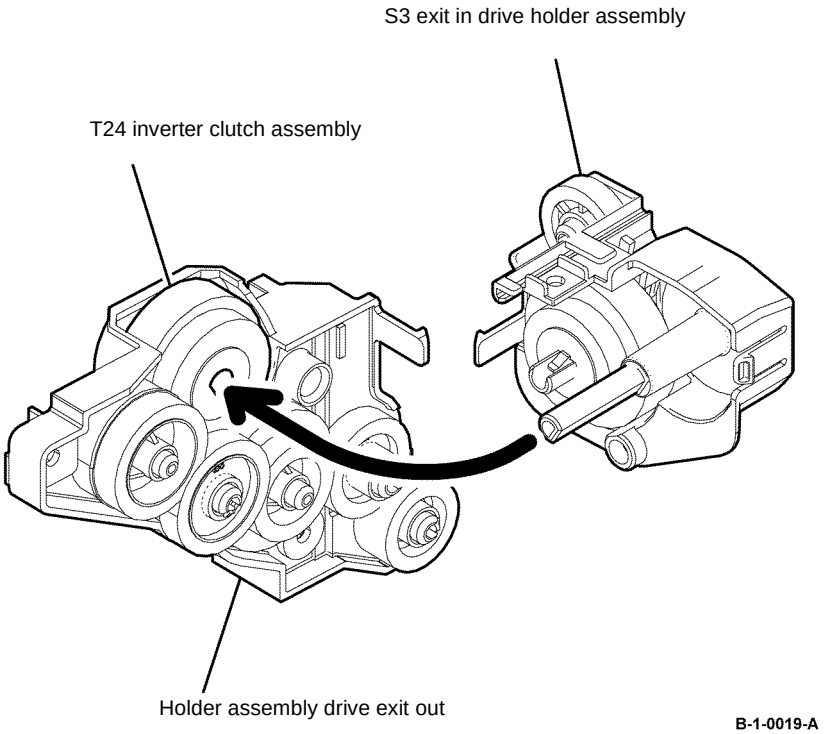

Figure 6 Exit in drive holder assembly installation
3. When installing the exit in drive holder assembly, fit the D-shaped shaft of the exit in drive holder assembly into the D-shaped hole of the T24 inverter clutch assembly, Figure 6.